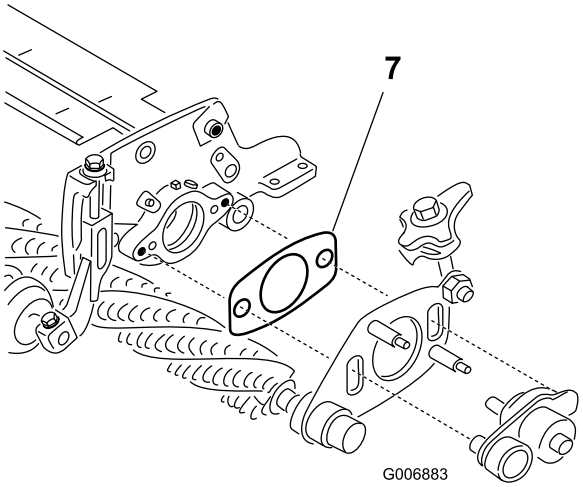

Figur 48
7. Kontroller, at afstandsstykket (Figur 48) mellem trimmerens drejeplade i den drivende side og klippeenhedens sideplade ikke klemmes af drejenavet. Afstandsstykket skal kunne bevæge sig frit.